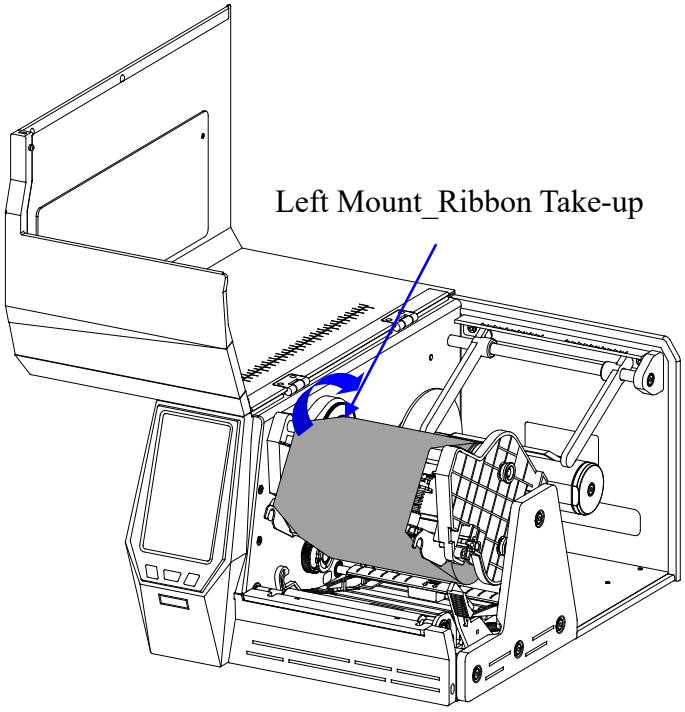

Figure 2-15 Ribbon Roll Loaded
8. Turn the Left Mount of Ribbon Take-up to ensure the ribbon is tight and smooth, see Figure 2-15.